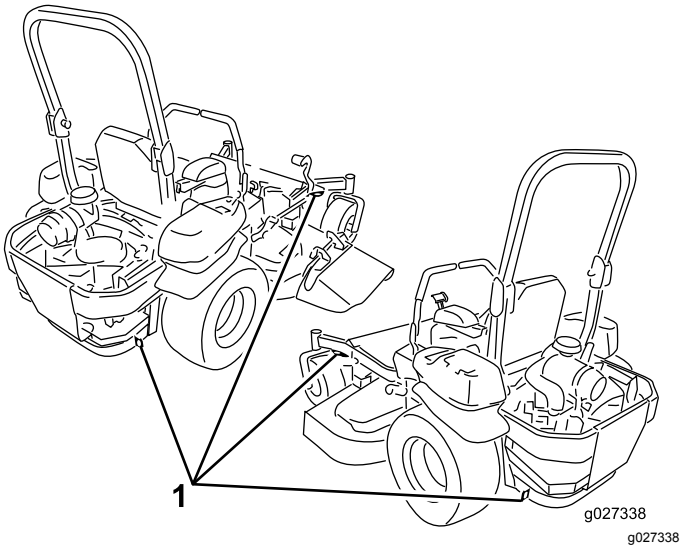

**Figuur 39**
5. Gebruik de bindogen op de machine om deze met banden, kettingen, kabels of touwen goed te bevestigen op de aanhanger of de vrachtwagen (Figuur 39).